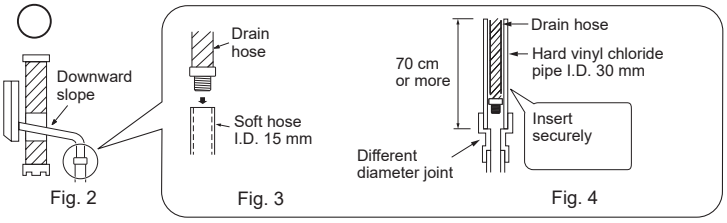

Fig. 2 Fig. 3 Fig. 4
- The drain hose should point downward for easy drain flow. (Fig. 2)